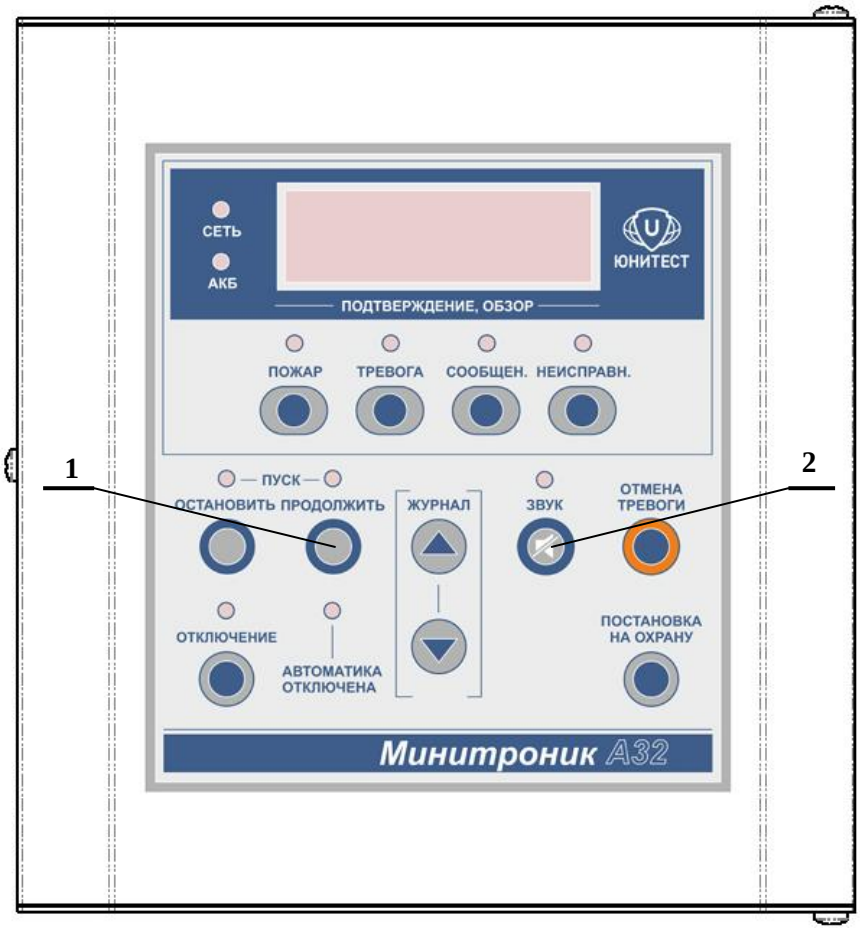

Рис.1. Органы управления и индикации АПКП «Минитроник А32».
2.1.2. Для формирования и внесения изменений в базу данных необходимо перевести прибор в режим программирования («Сервисный режим») – для этого одеть джампер «Прог.» на системной плате. В сервисном режиме останавливается опрос АУ, представленных в базе данных, а прибор переходит к работе в диалоговом режиме. По окончании программирования снять джампер на системной плате. Органы управления и индикации АПКП показаны на рис.1.